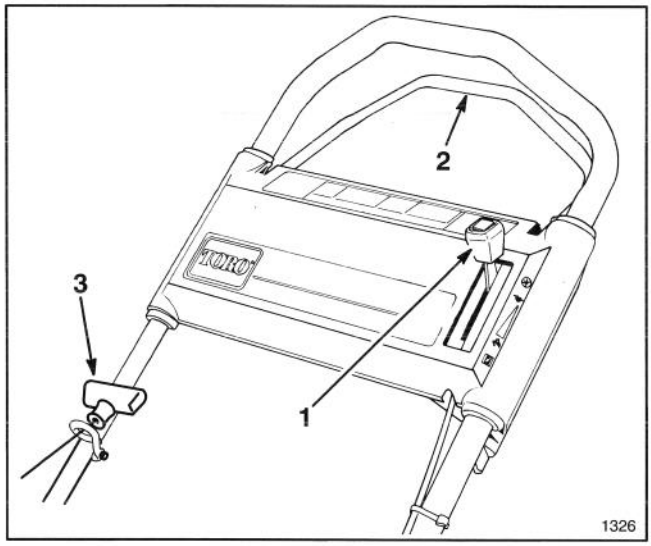

Figure 7
CONTROLS—Throttle, self–propel control bar (self–propelled model only) and recoil starter are on upper handle (Fig. 7).
2. STARTING (Fig. 7)—Move throttle forward to CHOKE position. Pull recoil starter out until slack in rope is taken up. Then pull vigorously to start the engine. When engine starts, move throttle to FAST position or regulate engine speed as desired.
3. STOPPING (Fig. 7)—To stop engine, move throttle rearwards to ENGINE OFF position. Pull wire off spark plug if mower will be unattended or not used.